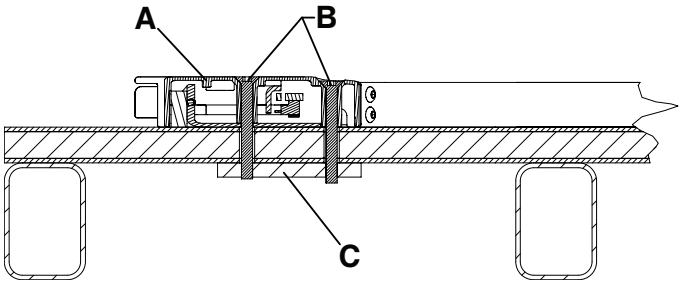
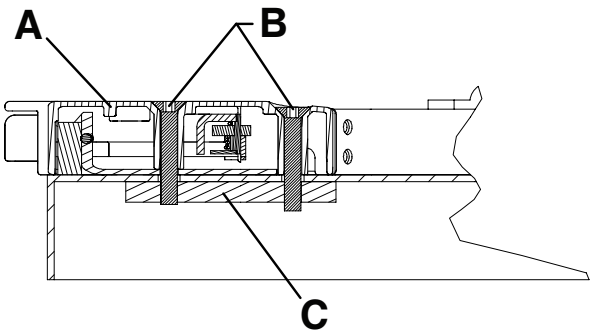

Figur 7 – Golvfäste fotände – vy 3A
Figur 8 – Bordfäste fotände – vy 3B
3. Förankra fotändens spärrhus (A) i golvet eller bordet med fyra M8-skruvar med platt huvud (B) (medföljer ej).
Obs! - En fästplatta av stål (C) (eller motsvarande) krävs för extra stöd (medföljer ej) (Figur 7 eller Figur 8).